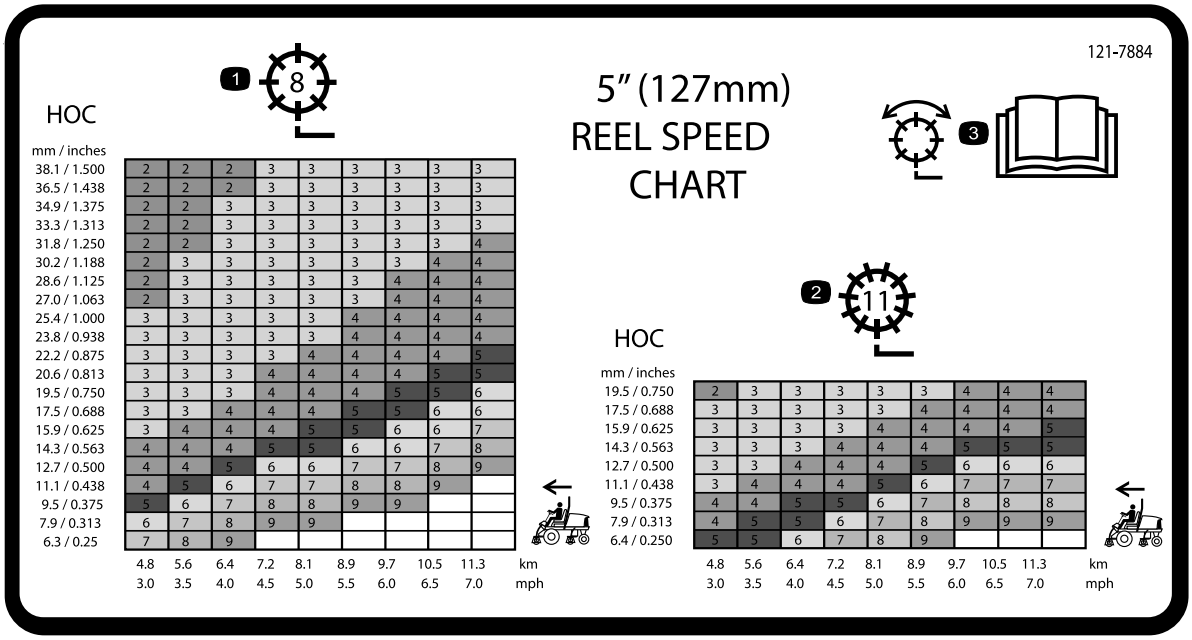
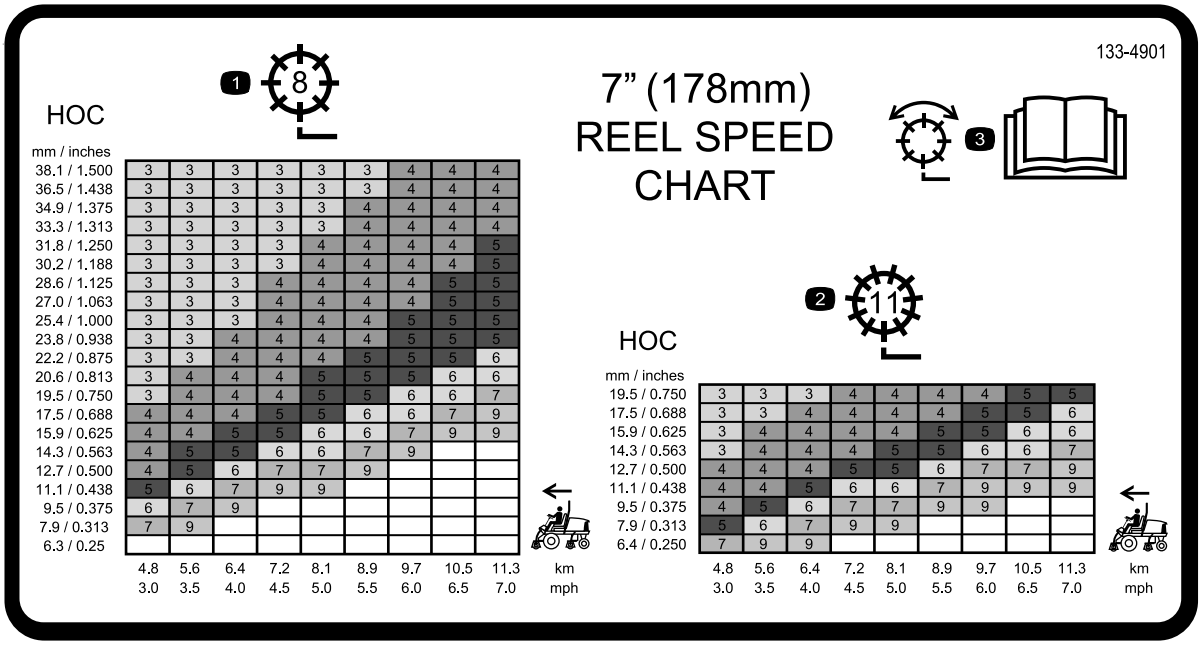

Figuur 31
Figuur 32
3. Raadpleeg de tabel op de stickers met messenkooitoerentallen (Figuur 31 en Figuur 32) om het juiste messenkooitoerental te bepalen.